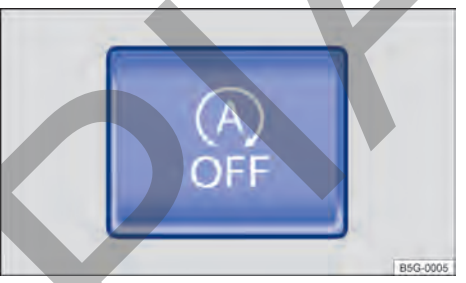

Fig. 88 En la parte superior de la consola central: tecla del sistema Start-Stop.
- Presione la tecla en la consola central → fig. 88 **O** en la pantalla de la radio para desactivar el sistema manualmente.
- Presione la tecla en la consola central → fig. 88 **O** en la pantalla de la radio nuevamente para activar el sistema manualmente.